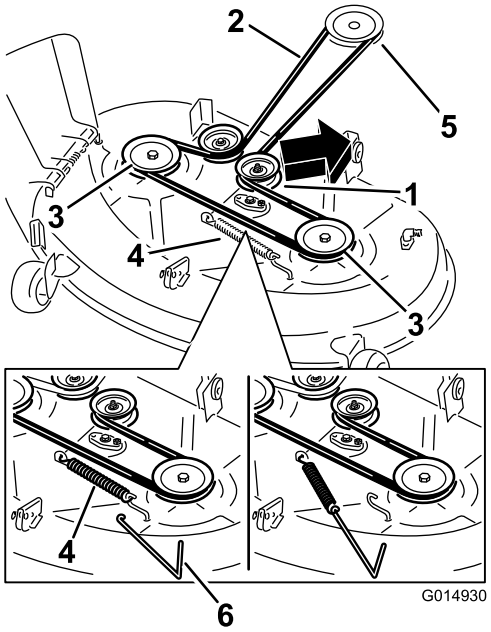

Figur 60
4. Bruke et fjærfjerningsverktøy (Toro-delenr. 92-5771) til å fjerne ledefjæren fra klippeenhetskroken for å fjerne spenningen på lederullen. Dra så remmen av rullene (Figur 60).
5. Legg den nye remmen rundt motorremskiven og klipperskiven (Figur 60).
6. Bruk et fjærfjerningsverktøy (Toro-delenr. 92-5771) til å montere ledefjæren over klippeenhetskroken og tilføre spenning til lederullen og klipperremmen ((Figur 60).